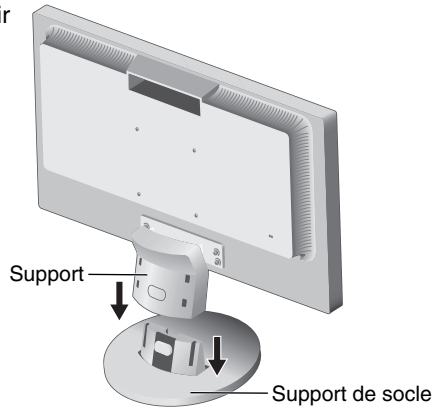

Figure S.1
1. Fixez le socle au support. Les loquets de verrouillage du support de socle doivent venir s'insérer dans l'orifice du socle (**Figure S.1**).